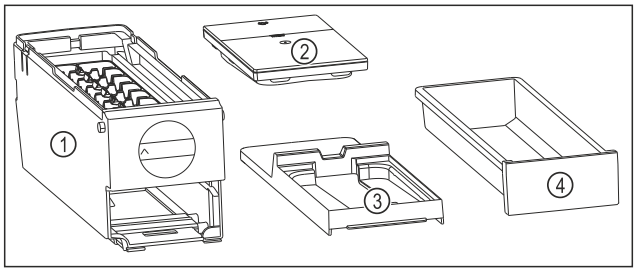

Fig. 147 Bestanddelen van de EasyTwist-Ice
▷ EasyTwist-Ice is in vier delen gedemonteerd. (zie Fig. 147)
▶ EasyTwist-Ice alleen in afgebeelde bestanddelen demonteren. (zie Fig. 147)
▶ EasyTwist-Ice-corpus *Fig. 147 (1)* als geheel reinigen.